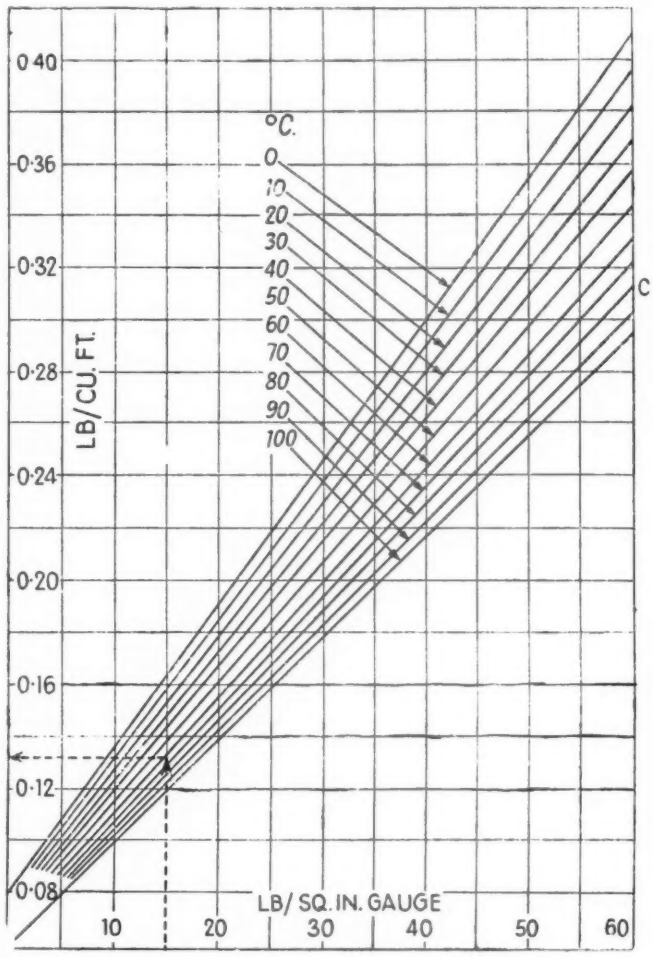

FIG. 1 (left). Density of dry air v pressure at various temperatures.
2. Air inlet and outlet pressures and inlet (assume 0° C) and outlet temperatures are known. The average density ρ of the air in the tube can therefore be determined from Fig. 1 with the aid of the arithmetic mean air temperature and pressure.
∴From Fig. 1, average density of air in tube